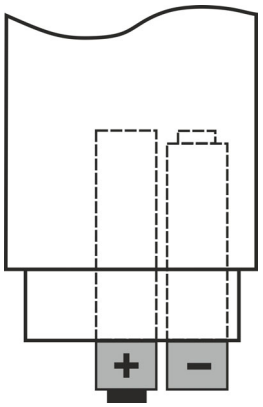

Fig. 11: Sustitución pilas
3. Inserte las pilas nuevas del mismo tipo (ver el § 7.1.2) respetando las polaridades indicadas (ver la Fig. 11)